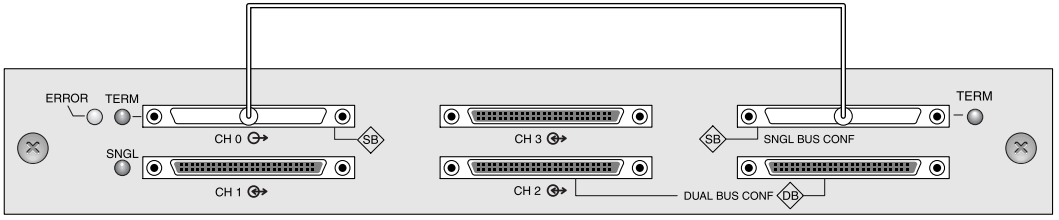

图 4-15 单总线连接：所有驱动器分配到一个通道 (CH 0)
1. **要将 RAID 阵列配置为单总线配置，请连接标记为 "CH 0" 和 "SNGL BUS CONF" 的 SCSI 端口之间的 SCSI 跳接电缆，如图 4-15 所示。顺时针完整旋转 6 圈上紧电缆插座螺钉，确保连接和操作正确。**